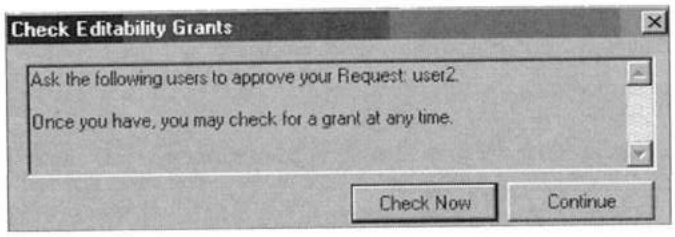

Рис. 28.7. *Проверка удовлетворения запроса*
3. Нажать кнопку **Place Request** (Поместить запрос), чтобы передать запрос участнику, владеющему необходимым элементом. Появляется боке **Check Editability Grants** (Проверить разрешение на редактирование) (рис. 28.7). Его можно оставить открытым или нажать **Continue** (Продолжить) для продолжения своей работы.
1. Нажать **Check Now** (Проверить теперь) в боксе **Check Editability Grants** (см. рис. 28.7). Если запрос был рассмотрен, то откроется боке, в котором будет отображен результат — удовлетворить или отказать в заимствовании.